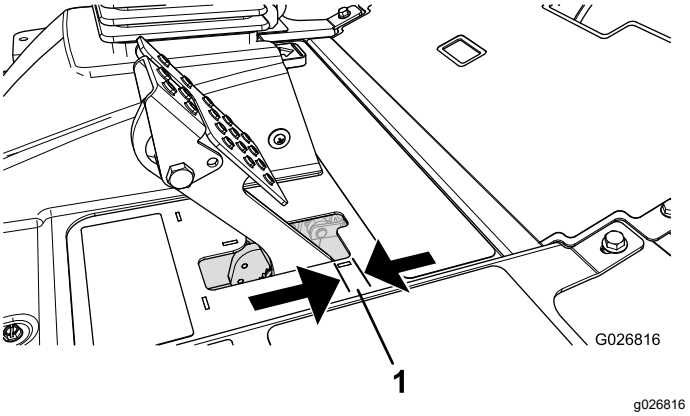

Figur 143
4. Tryk let på bremsepedalen. og mål afstanden, som pedalen bevæger sig uden modstand (Figur 143).
Bemærk: Juster bremserne, hvis bremsepedalen har fri vandring på mere end 2,5 cm (Figur 143), eller hvis der kræves mere parkeringsbremsekraft.
6. Spænd de bageste møtrikker for at flytte kablet bagud, indtil bremsepedalen har 6 til 13 mm fri vandring (Figur 143), før parkeringsbremsen låser hjulene.